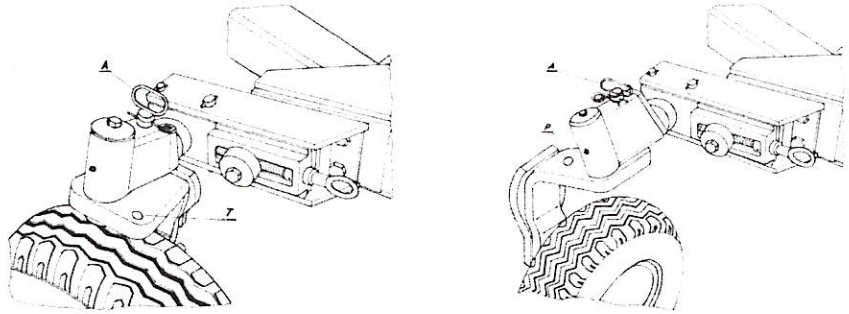

Rys.9. Koło transportowo-kopiujące w położeniu roboczym i transportowym.
- odbezpieczyć i wyciągnąć przetyczkę (A) – Rys.9;
- obrócić o około 90° ramię koła, do chwili aż będzie można włożyć przetyczkę (A) w otwór (T). Przetyczkę zabezpieczyć zawleczką.